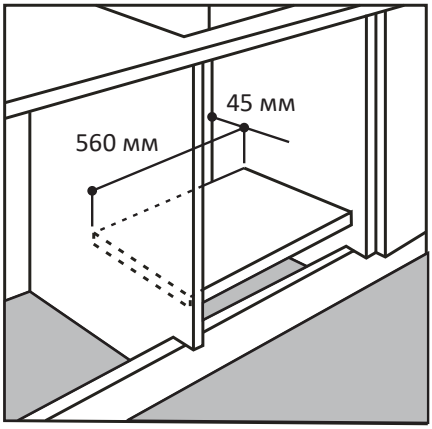

Рис. 2
- Если установка будет производиться на плоской горизонтальной поверхности, соблюдайте расстояния, указанные на рис. 2.